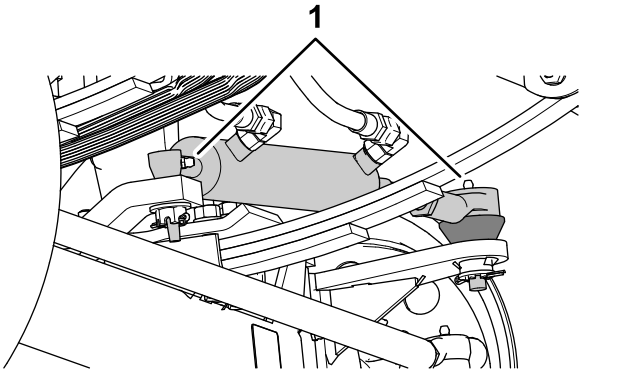
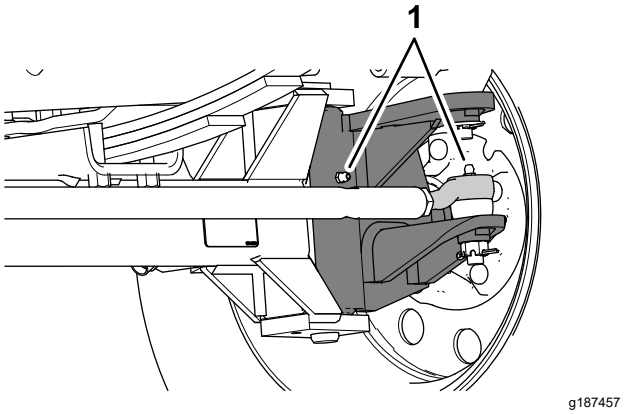

**Figur 66**
**Figur 67**
1. Torka av smörjnipplarna (Figur 66 och Figur 67).
2. Pumpa in fett i smörjnipplarna (Figur 66 och Figur 67).
**Obs:** Smörjnipplarnas lägen visas i Figur 66.